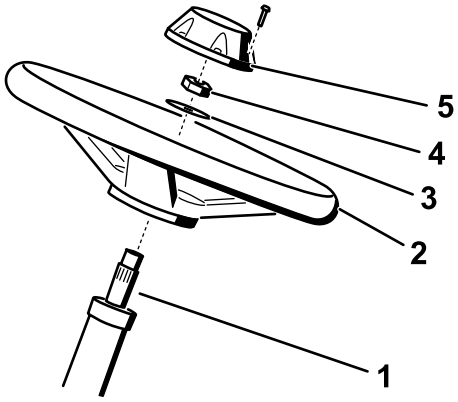

Figura 6
1. Aplique composto antigripagem no eixo da direção (mostrado em Figura 6).
2. Instale o volante no eixo da direção, utilizando a anilha e a porca de bloqueio (Figura 6).
4. Instale a tampa no volante (Figura 6).